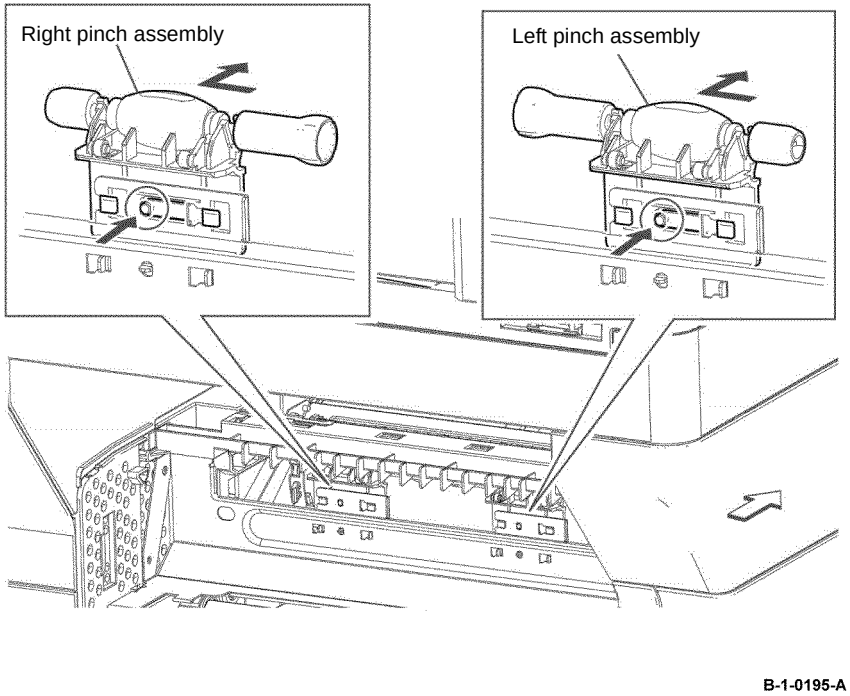

Figure 1 Left and right pinch assembly removal
14. Release the hooks, then remove the left and right pinch assemblies, Figure 1.